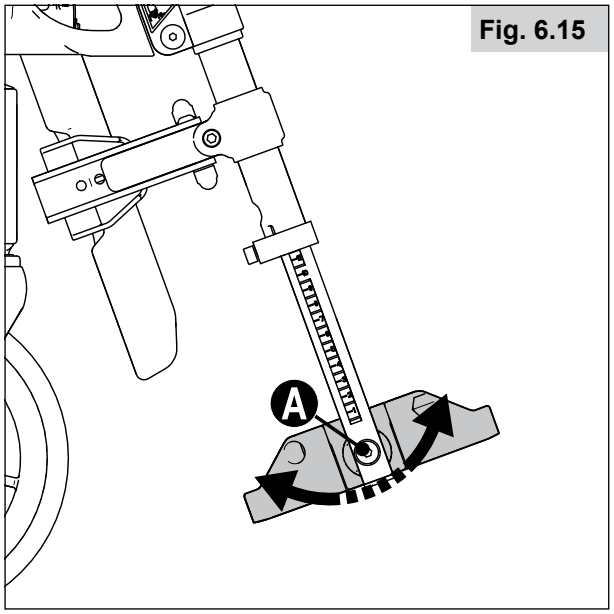

Fig. 6.15
6.14 Plataforma para os pés – ajuste do ângulo (Fig. 6.15)